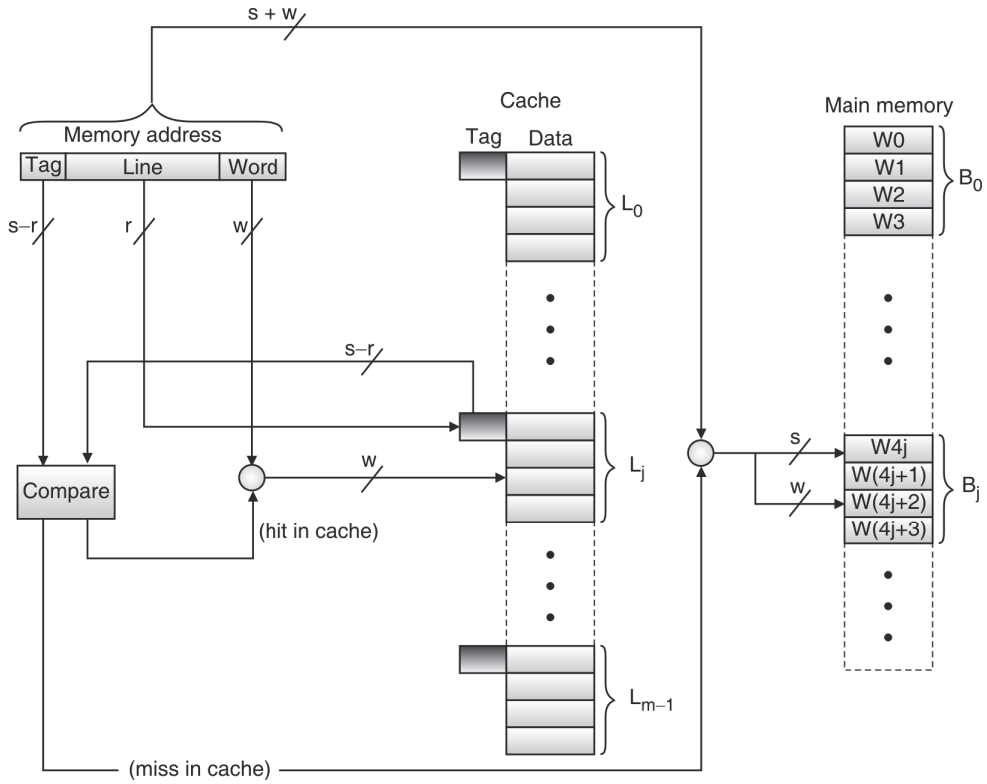

Fig. 5.4.1 : Direct Mapping Technique
- Fig. 5.4.1 shows the organization of Direct Mapping Cache.
- Fig. 5.4.1 shows the method the access the data from the cache implementing direct mapping technique